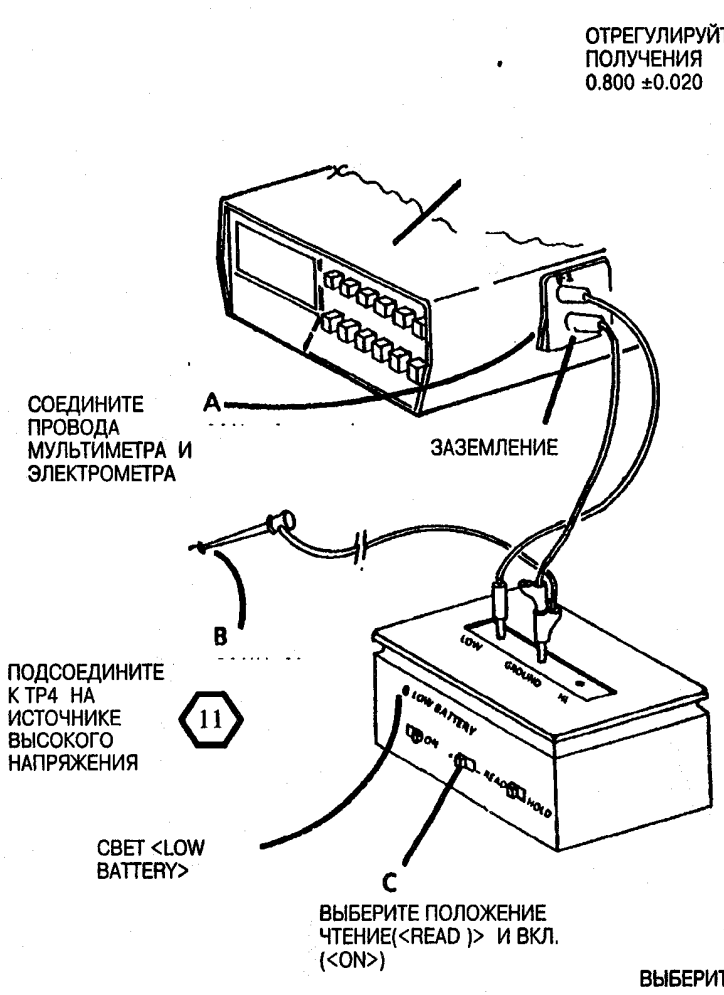

Рис. 6. Подсоединение электрометра
13. (Рис. 6): Подсоедините мультиметр к электрометру.